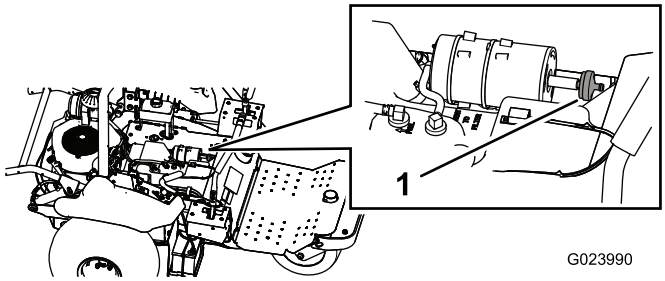

Figur 47
2. Koble filteret fra karbonsylinderen (Figur 47).